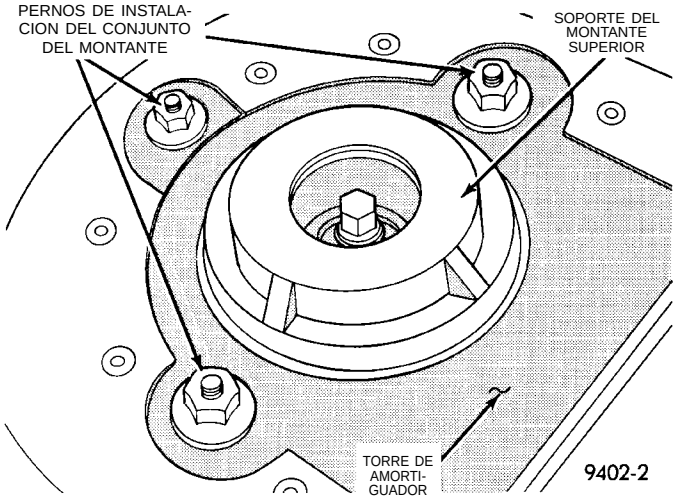

Fig. 13 Conjunto del montante en la torre del montante
(7) Retire las 3 tuercas que fijan el soporte superior del conjunto (Fig. 13) a la torre del montante del vehículo.
(1) Instale el conjunto del montante en la torre del montante, alineando los 3 pernos espárrago en el soporte del montante superior con los orificios de la torre del amortiguador. Instale los 3 conjuntos de tuerca y arandela de retención del soporte del montante superior (Fig. 13). Apriete las 3 tuercas con una torsión de 31 N·m (23 lbs. pie).